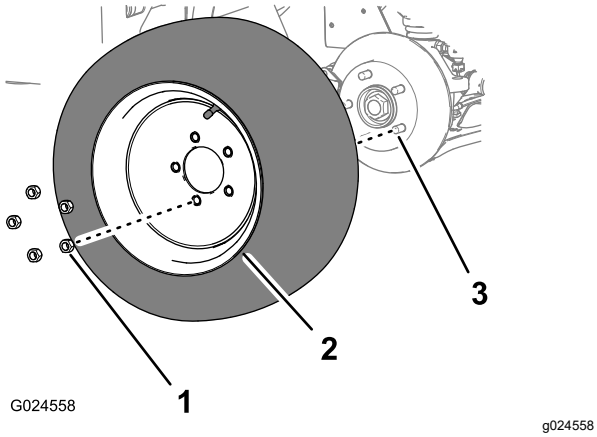

Figur 16
1. Ta bort de fem hjulmuttrarna som håller fast framhjulet på hjulnavet (Figur 16).
2. Ta bort hjulet från hjulnavet (Figur 16).